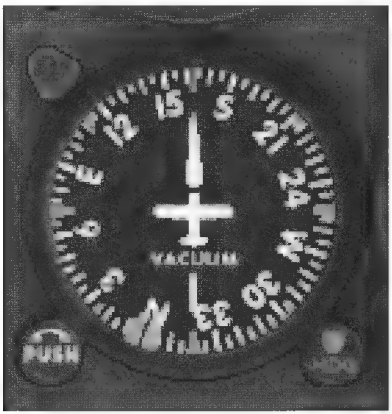

Figure 3.2:
As a refresher, on a standard instrument cluster, the DG (Directional Gyro, commonly known today as the Heading Indicator, shown in Figure 3.2) is located in the center of the instrument panel, below the Attitude Indicator (AI). Unlike a magnetic compass, the DG hasn't the foggiest idea where north is until you tell (set) it.